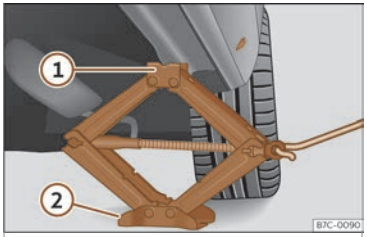

Fig. 39 Traveseiro:colocación do gato do vehículo.
- Xire a manivela do gato, situado baixo o punto de apoio do traveseiro, para elevalo ata que a pestana ① ››› **fig. 39** estea situada baixo o aloxamento previsto.
- Aliñe o gato de xeito que a pestana ① "agarre" no aloxamento previsto do traveseiro e a placa base móbil ② quede apoiada no chan. A placa base ② debe caer verticalmente con respecto ao punto de soporte ①.